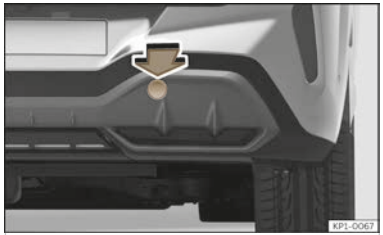

Fig. 218 Rear bumper on right: remove the lid.
The housing of the screw towing eye is on the right side of the rear bumper behind a lid ››› **Fig. 218**.
- Press the upper side of the lid >>> Fig. 218 to unclip it.